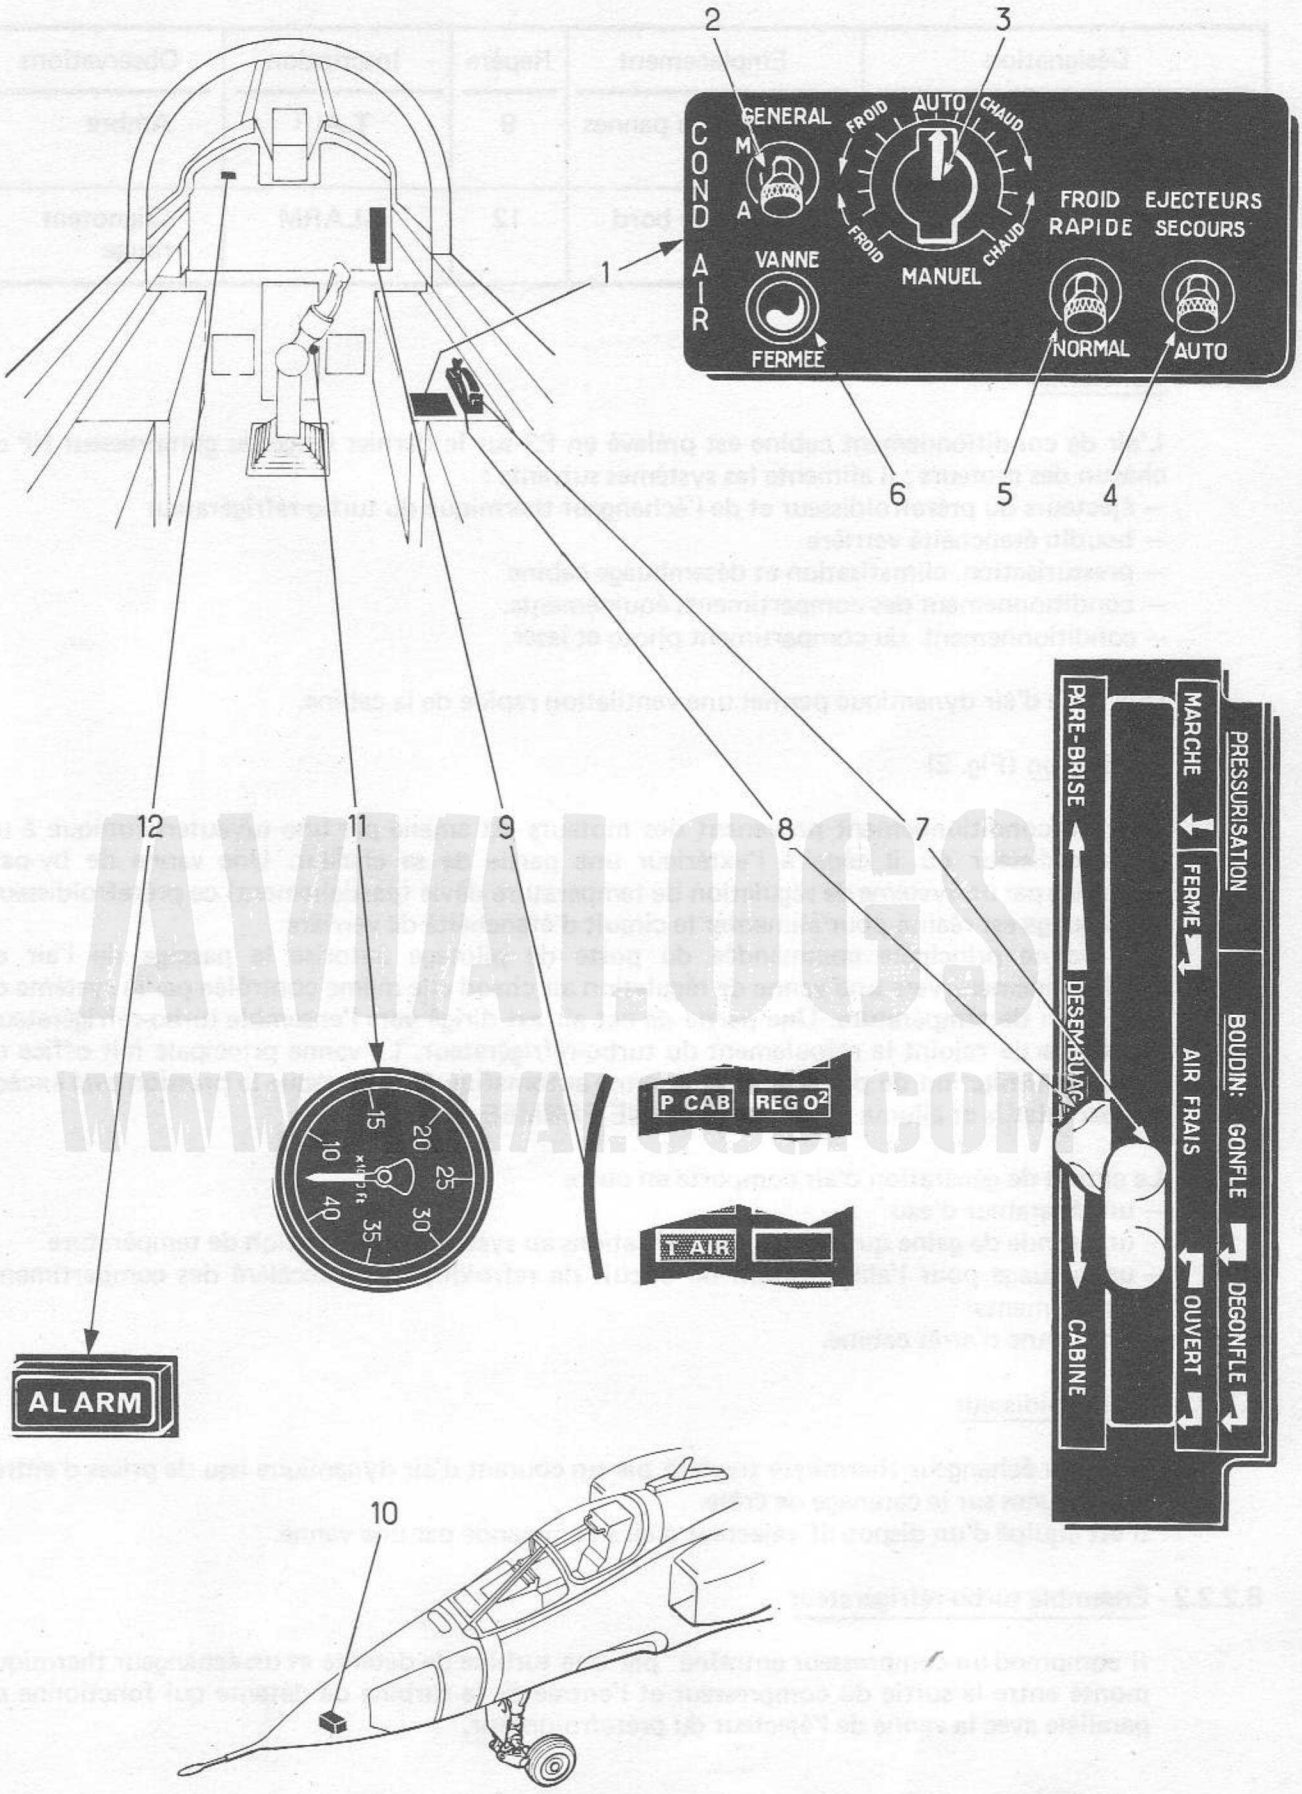

FIGURE 1 - COMMANDES ET CONTROLES PRESSURISATION-CLIMATISATION
8.1 - Commandes et instruments de contrôle (Fig. 1)